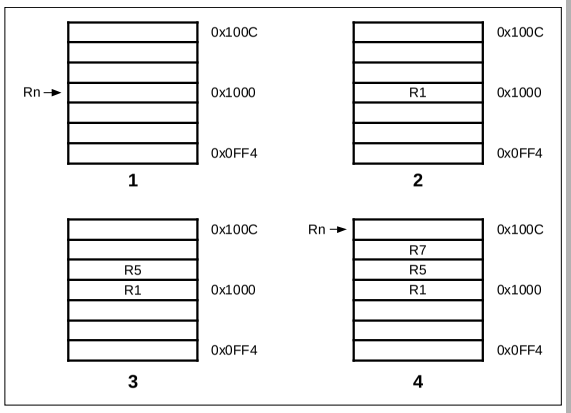
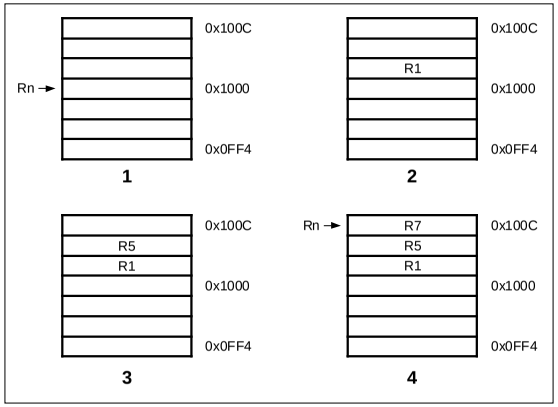
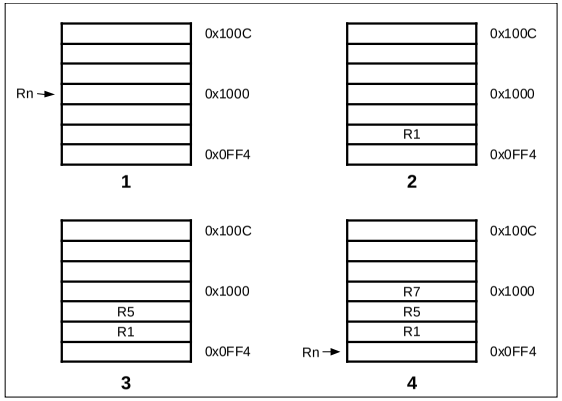
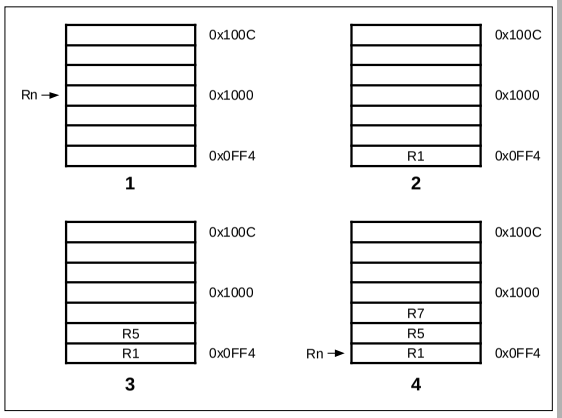

Figure 4-19: Post-increment addressing
Figure 4-20: Pre-increment addressing
Figure 4-21: Post-decrement addressing
Figure 4-22: Pre-decrement addressing
The transfer addresses are determined by the contents of the base register (Rn), the pre/post bit (P) and the up/down bit (U). The registers are transferred in the order lowest to highest, so R15 (if in the list) will always be transferred last. The lowest register also gets transferred to/from the lowest memory address. By way of illustration, consider the transfer of R1, R5 and R7 in the case where Rn=0x1000 and write back of the modified base is required (W=1). ➲*Figure 4-19: Post-increment addressing*, ➲*Figure 4-20: Pre-increment addressing*, ➲*Figure 4-21: Post-decrement addressing* and ➲*Figure 4-22: Pre-decrement addressing* show the sequence of register transfers, the addresses used, and the value of Rn after the instruction has completed.